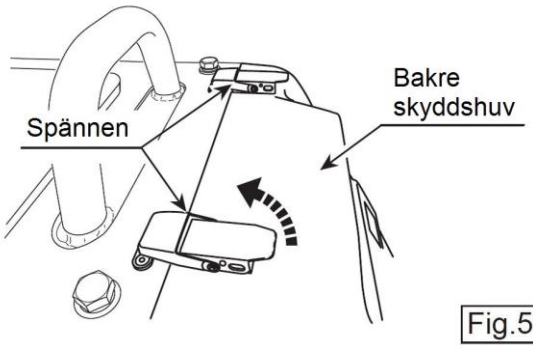

Fig.51
1. Öppna de två spännen som håller fast den bakre skyddshuven och öppna huven. (Fig. 51)